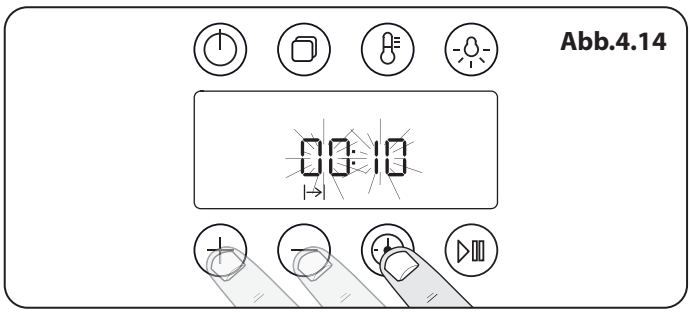

Abb.4.14
2. Berühren Sie die Timer-Taste, um die „Garzeit“ (in Stunden) mithilfe der Tasten [+] oder [-] einzustellen. Berühren Sie die Timer-Taste erneut und stellen Sie die Minuten mithilfe der Tasten [+] oder [-] ein (**Abb.4.14**).